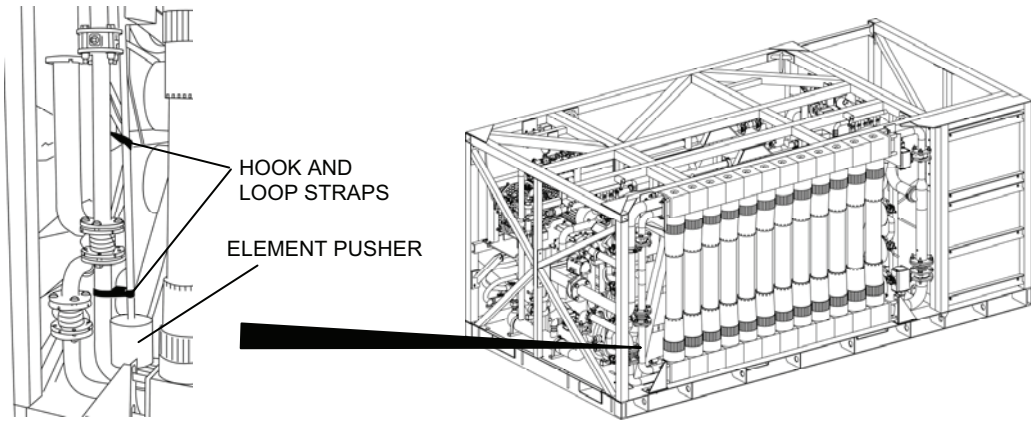

Figure 21. RO Element Pusher Packout.
3. At the right, back corner of the skid, strap the RO element pusher to the vertical pipe at the left of the MF filters, using two 18-in. hook and loop straps (Figure 21).